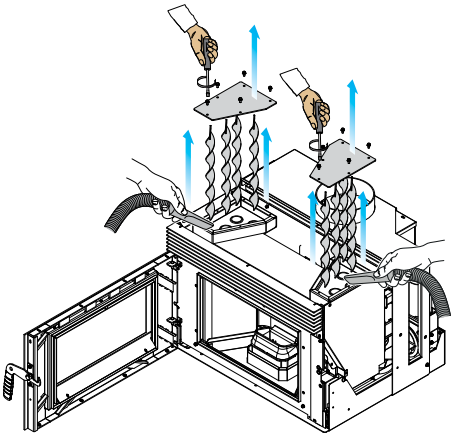

Abb. 7.16
C) Die oberen Blindstopfen des Ofeneinsatzes entfernen und den Ascherückstand absaugen (Abb. 7.16),